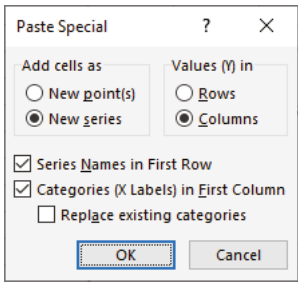

Figure 9.18: The Paste Special dialog for charts
2. Select the chart and choose Paste ➪ Paste Special from the Home tab on the Ribbon to show the Paste Special dialog. Change the setting as shown in Figure 9.18 and click OK.